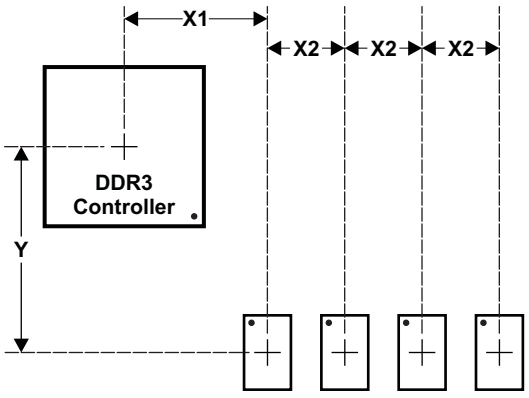
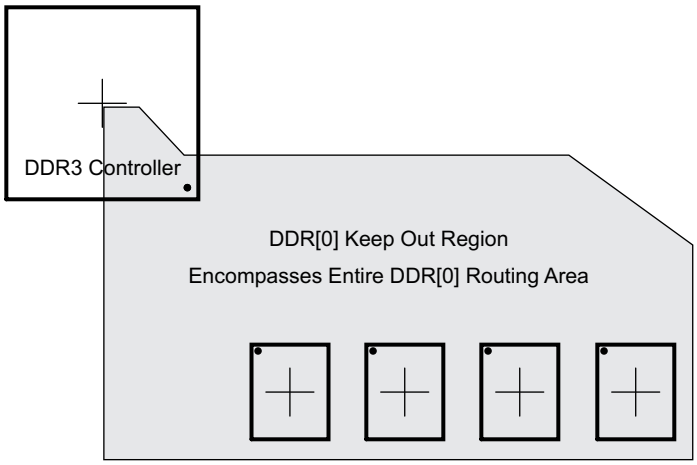

Figure 8-58. Placement Specifications
Figure 8-59. DDR3 Keepout Region
Figure 8-58 shows the required placement for the processor as well as the DDR3 devices. The dimensions for this figure are defined in Table 8-65. The placement does not restrict the side of the PCB on which the devices are mounted. The ultimate purpose of the placement is to limit the maximum trace lengths and allow for proper routing space. For a 16-bit DDR memory system, the high-word DDR3 devices are omitted from the placement.
(1) For dimension definitions, see Figure 8-58.
(2) Measurements from center of processor to center of DDR3 device.
(3) Minimizing X1 and Y improves timing margins.
(4) w is defined as the signal trace width.
(5) Non-DDR3 signals allowed within DDR3 keepout region provided they are separated from DDR3 routing layers by a ground plane.
The region of the PCB used for DDR3 circuitry must be isolated from other signals. The DDR3 keepout region is defined for this purpose and is shown in Figure 8-59. The size of this region varies with the placement and DDR routing. Additional clearances required for the keepout region are shown in Table 8-65. Non-DDR3 signals should not be routed on the DDR signal layers within the DDR3 keepout region. Non-DDR3 signals may be routed in the region, provided they are routed on layers separated from the DDR signal layers by a ground layer. No breaks should be allowed in the reference ground layers in this region. In addition, the 1.35-V/1.5-V DDR3L/DDR3 power plane should cover the entire keepout region. Also note that the DDR3 controller's signals should be separated from each other by the specification in item 5 (see Table 8-65 for item 5 specification).